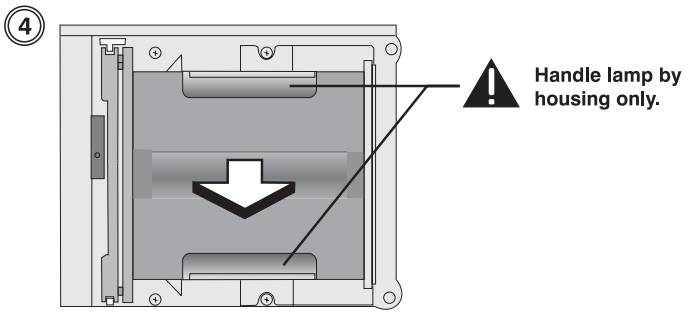

Figure 4.4.
4. Grasp the lamp by its housing only and pull it straight out (lamp slides along guides) until it’s free. (Figure 4.4.) Discard the lamp using safe disposal/recycling practices or contact CHRISTIE for a possible re-lamping program.